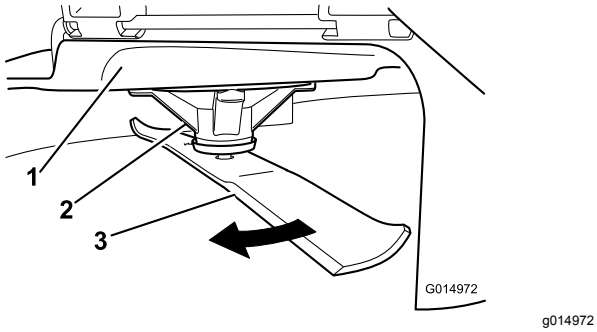

Figur 63
2. Bär tjocka vadderade handskar eller annat lämpligt handskydd och rotera långsamt kniven till ett läge så att du kan mäta avståndet mellan knivseggen och det plana underlag som maskinen står på (Figur 63).